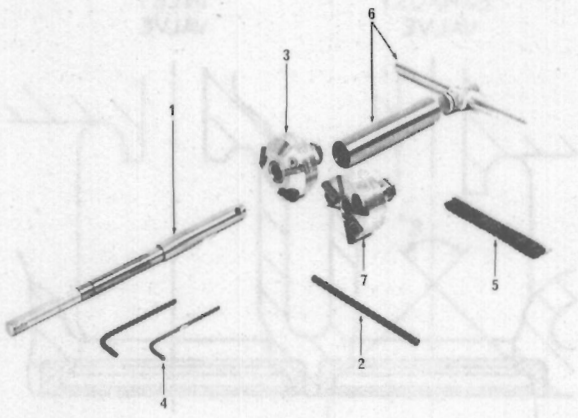

Fig..E6
Position the appropriate sized pilot (1, Fig. E6) in the valve guide with the expandable section of the pilot inside the guide and the shoulder of the pilot approximately 1/8 in (3 mm) above the guide. Tighten the pilot in the guide using the knurled nut with the puller pin (2) in the pilot hole. Select the appropriate cutter (3), adjust the blades to approximately the same locations in their slots and tighten the blade screws, finger tight only, using the small key (4). Clean the blades with the brush (5) before using the cutter.